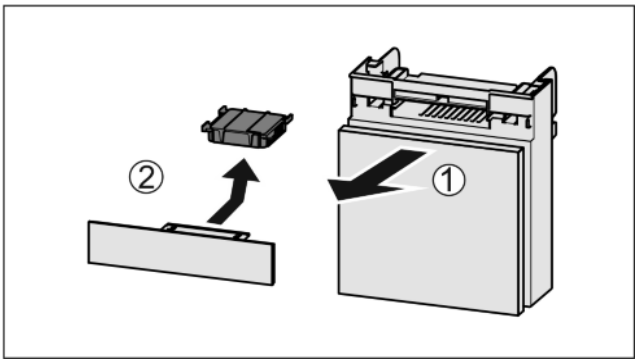

Fig. 44
▶ Pull out the compartment *Fig. 44 (1)*.
▶ Remove the carbon filter *Fig. 44 (2)*.